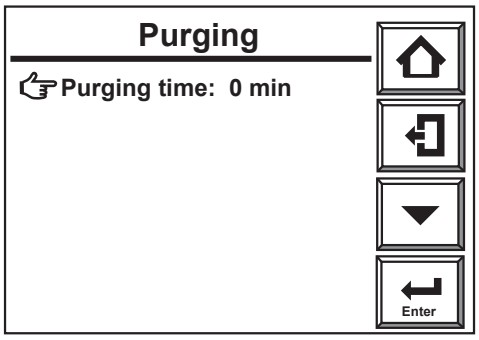

Figure 10.30 Purging Time Setting
3) Select [Others] then [Purging] and a display such as Figure 10.30 is appears.